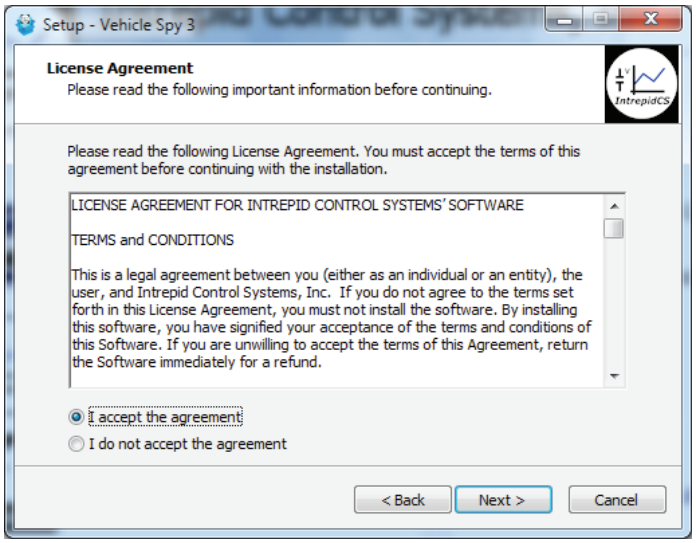

Figure 21: ヴィークルスパイ・ライセンス契約画面
5. ライセンス契約の確認と承認: ライセンス契約を読んで同意(Accept)を選択し Next > をクリックして下さい(図21)。